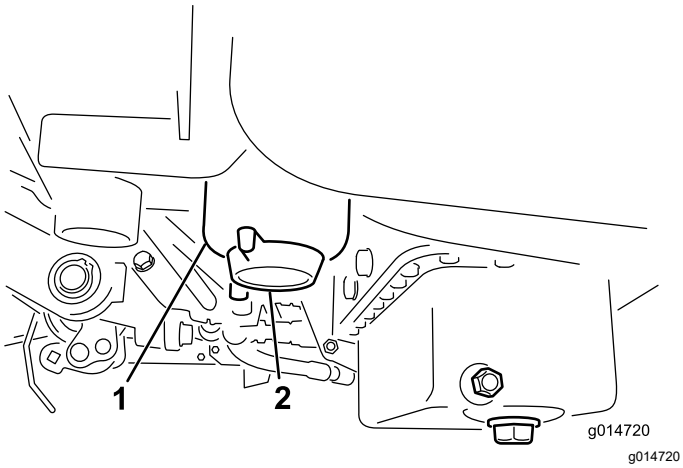

**Figur 34**
3. Åbn aftapningsproppen på brændstoffilteret ca. en omgang, og aftap eventuelt ansamlet vand (Figur 34).